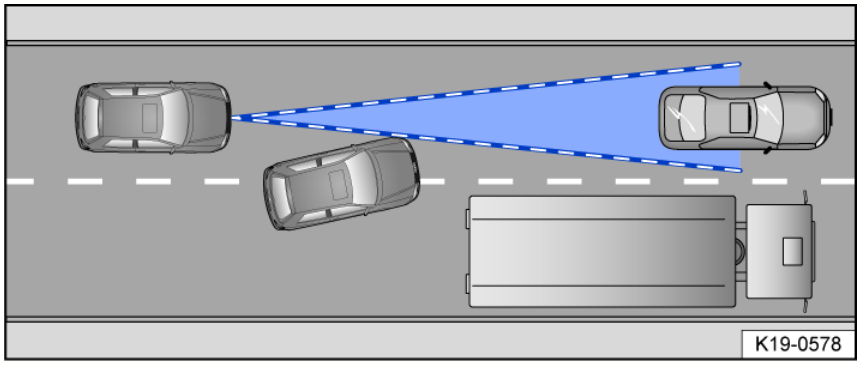

Fig. 99 Changing lanes.
- If vehicles change to your lane close in front of your vehicle *fig. 99*.